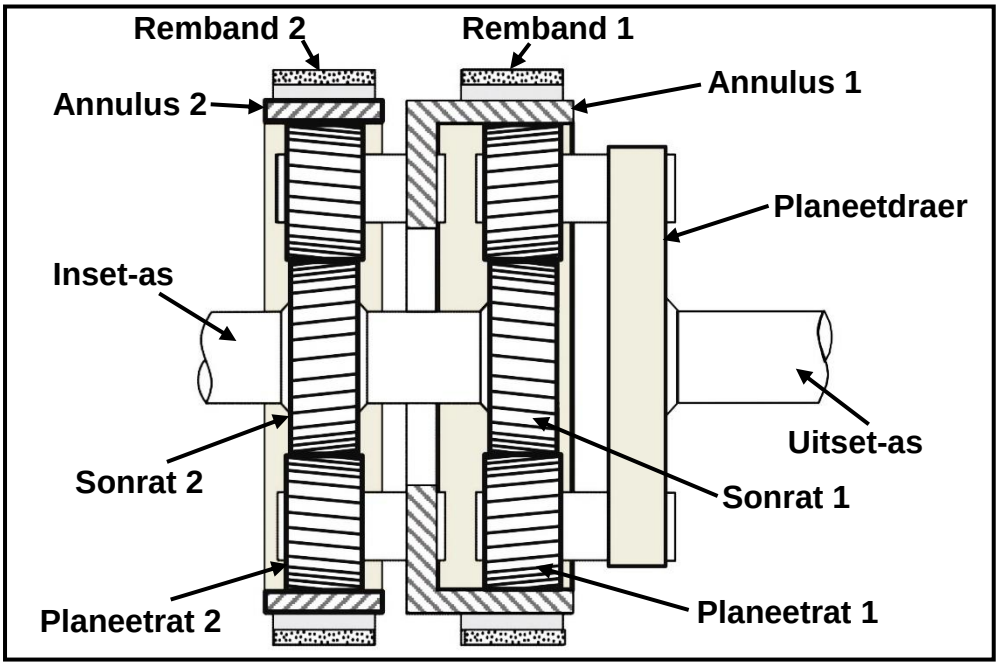

FIGUUR 9.5
9.5 FIGUUR 9.5 hieronder toon die ratstelsel van 'n outomatiese ratkas. Beantwoord die vrae wat volg.
9.5.1 Identifiseer die ratstelsel in FIGUUR 9.5 hierbo. (1)
9.5.2 Verduidelik, in die KORREKTE volgorde, hoe trurat in hierdie ratstelsel verkry word. Gebruik die byskrifte in FIGUUR 9.5 om jou met jou verduideliking te help. (5)